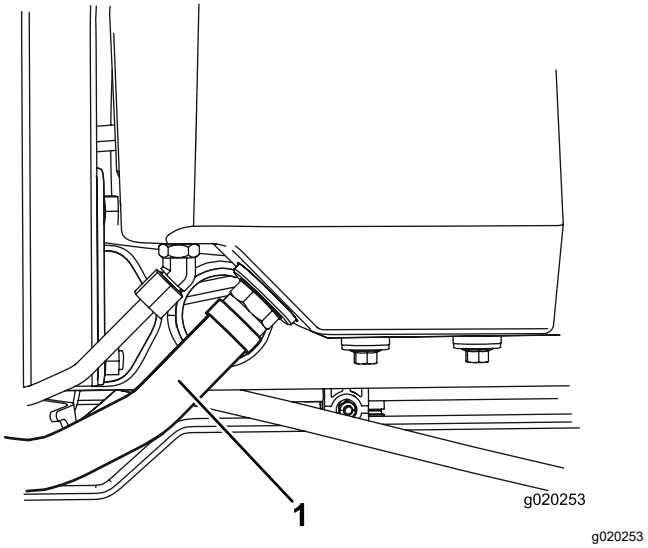

Figur 92
2. Frakobl den store hydraulikslange (Figur 92) fra beholderen, og lad hydraulikvæsken løbe ned i en drænbakke.